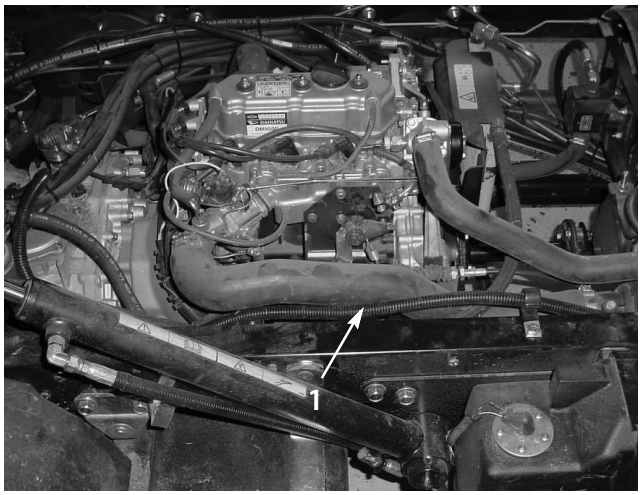

図22
9. レールの上にハーネスを這わせてトランスミッションの上まで引き入れる（図22）。